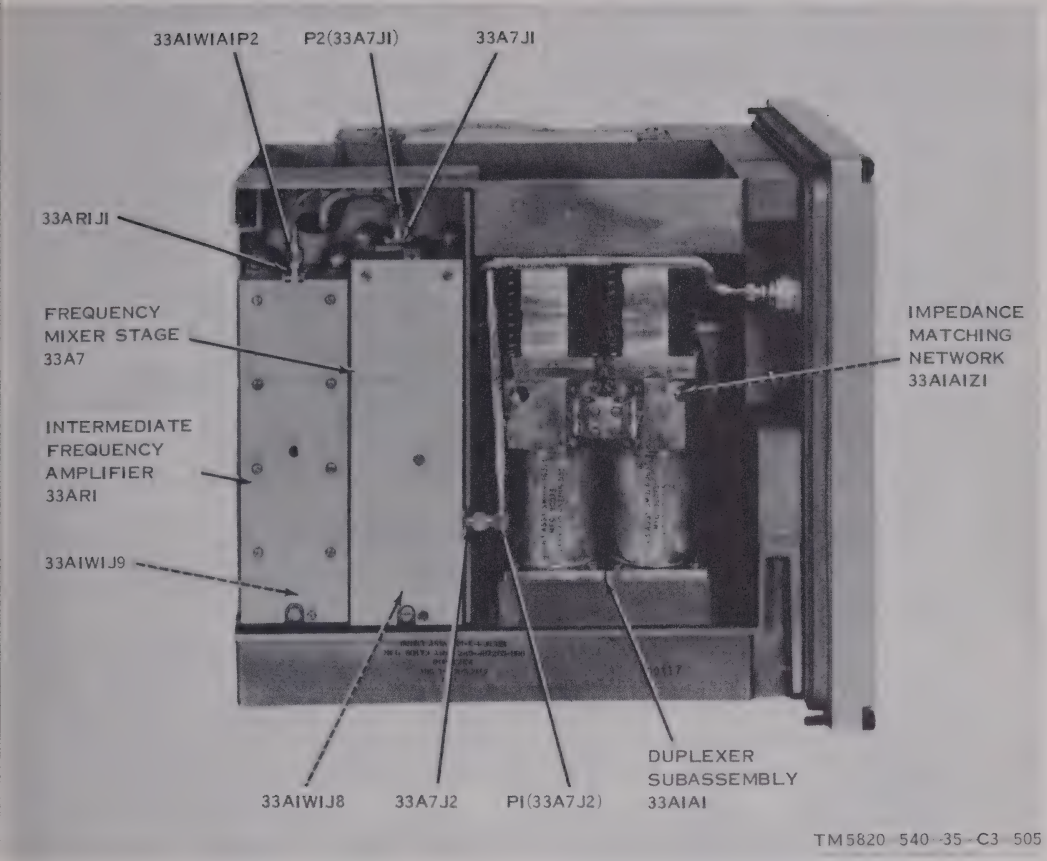

Figure 3-56. Band II receiver RF head, bottom view.
(1) Disconnect plug P1 (33A7J2) from 33A7J2 of frequency mixer stage 33A7 (fig. 3-56).
(1) Remove frequency mixer stage 33A7 as explained in paragraph 3-97. (Connector 33A1W1J8 (fig. 3-56) is now exposed).
(2) Disconnect plug 33A1W1A1P2 from 33AR1J1 on intermediate frequency amplifier 33AR1 (fig. 3-56).
(1) Disconnect plug P2 (33A7J1) from 33A7J1 on frequency mixer stage 33A7 (fig 3-56).